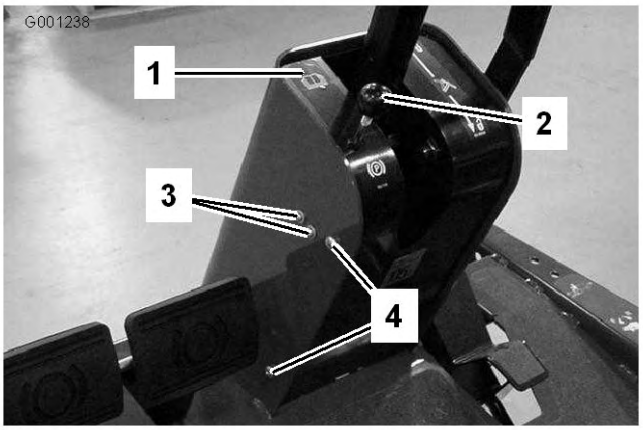

Figur 61
2. Ta bort knoppen från parkeringsbromsstången och skruvarna från styrkolonnens kåpa (Figur 61).
4. Lossa de skruvar och muttrar som fäster parkeringsbromsbrytaren på vänster sida av styrkolonnen (Figur 61).